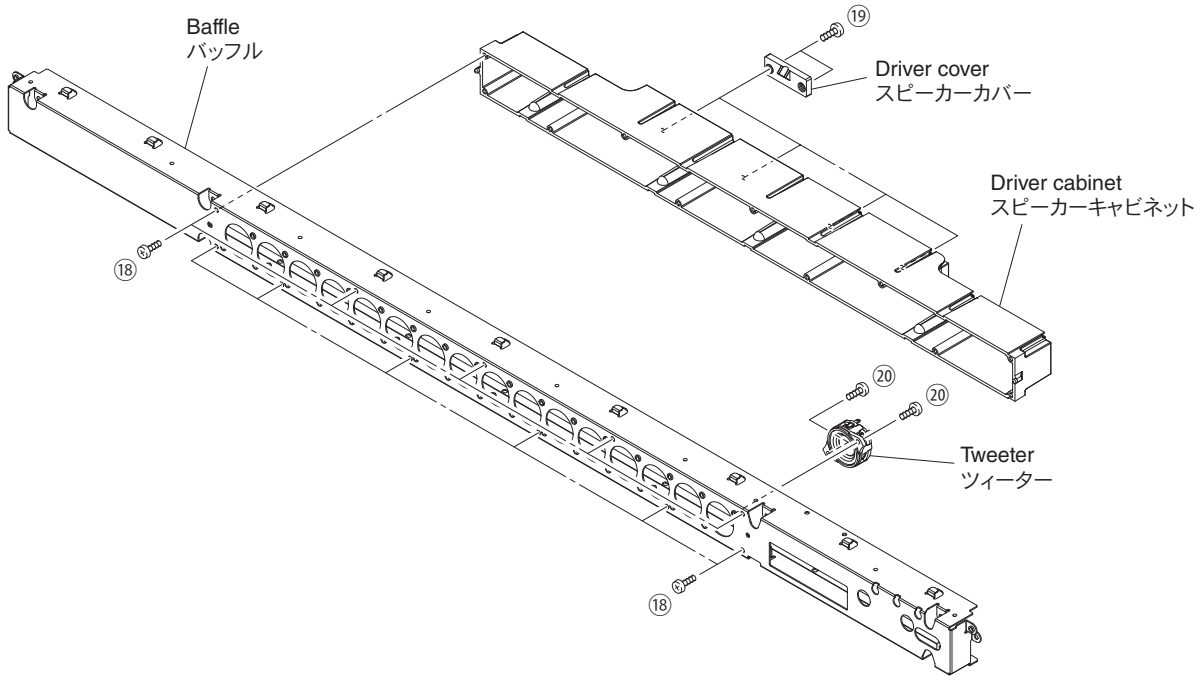

Fig. 9
13. Removal of Tweeters (Fig. 9)
a. Remove 11 screws (⑱) and 8 screws (⑲).
c. Remove 2 screws (⑳).
13. ツィーターの外し方（Fig. 9）
a. ⑱ のネジ 11 本、⑲ のネジ 8 本を外します。
c. ⑳ のネジ 2 本を外します。